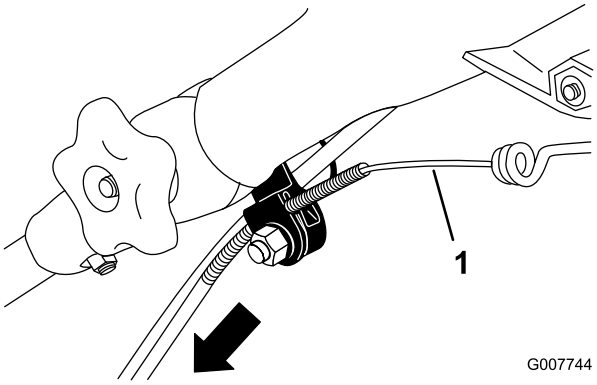

Figuur 46
3. Trek de kabelmantel naar beneden tot de speling in de blootgelegde kabel weg is (Figuur 46).